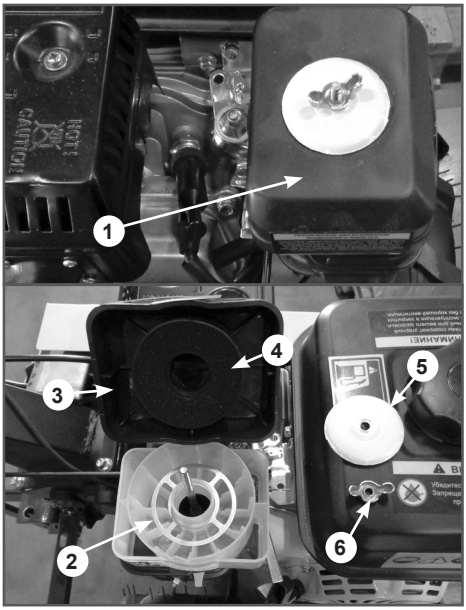

Рис. 18 Устройство воздушного фильтра
1. Открутите барашковую гайку 6, снимите шайбу 5 и крышку воздушного фильтра 3 (Рис. 18).
2. Снимите опору воздушного фильтра 2 и слейте из нее отработанное масло (Рис. 18). Произведите очистку опоры воздушного фильтра.
3. Извлеките из крышки воздушного фильтра поролоновый фильтрующий элемент 4 и проверьте его целостность и чистоту (Рис. 18). При обнаружении повреждений поролоновый фильтрующий элемент необходимо заменить.